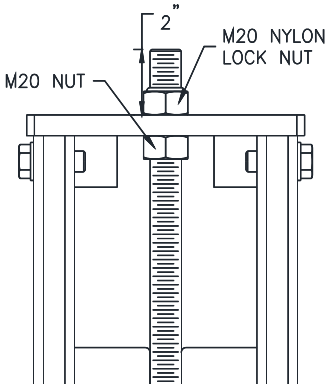

Fig 14 – Lock Ladder Assembly
21) Adjust the lock ladder so about 2” remains sticking out of the top. Tighten both bolts as shown in **Fig 14** when ladder is properly orientated. Note: When adjusting the lock ladder, it may be necessary to loosen or remove the bolts holding the top cap to the column so the bottom nut can be adjusted.